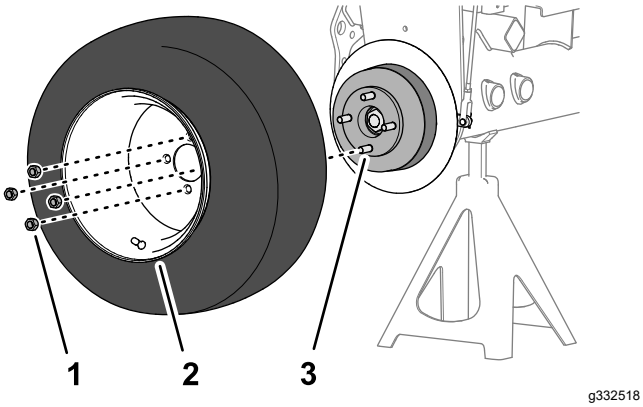

Figur 74
1. Fjern de 4 hjullåsemøtrikker, der fastgør det forreste hjul til navet, og afmonter hjulet (Figur 74).